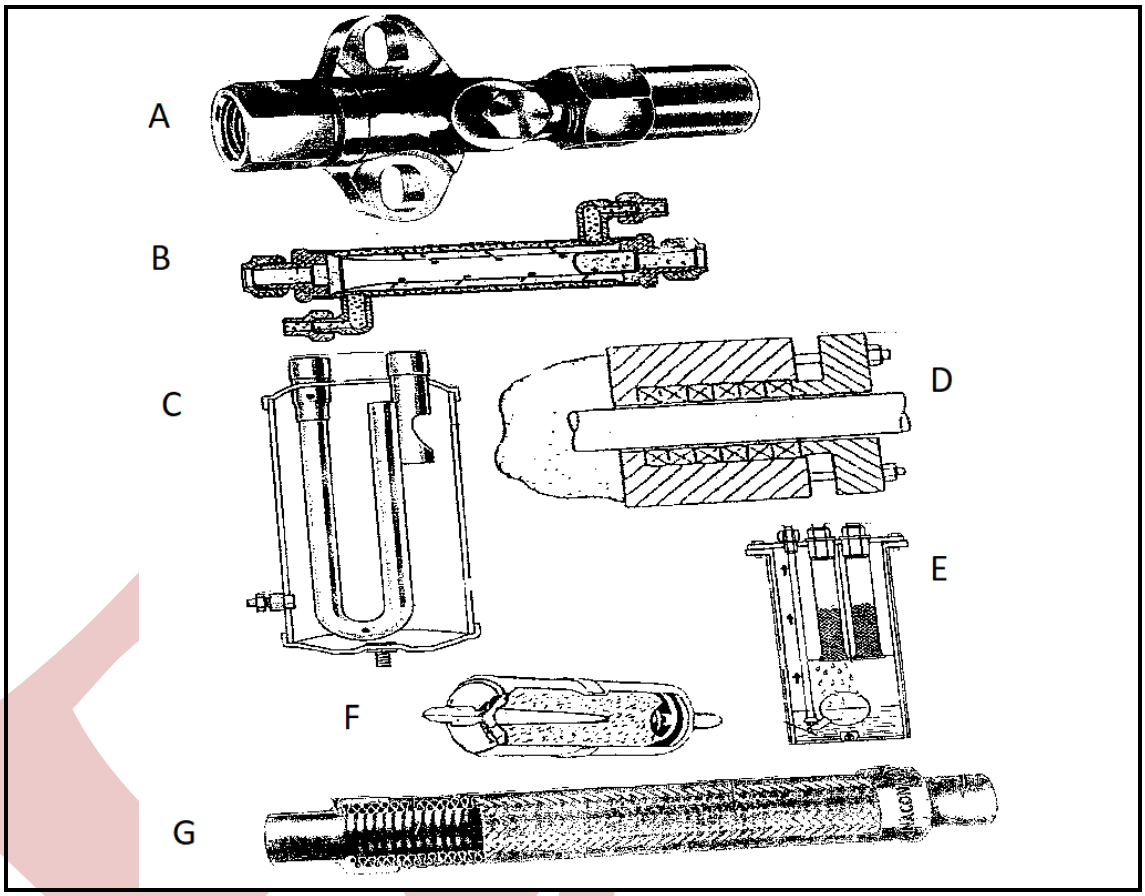

FIGUUR 1 (7)
4.5 Gee EEN doel van item E in FIGUUR 1 in verkoeling. (1)